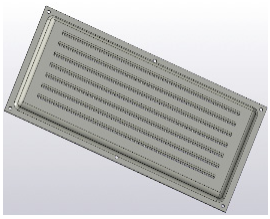

Рис. 1.54
8. Нажмите кнопку Открытая штамповка на панели Элементы листового тела**.** В параметрах выберите подраздел Жалюзи. В параметрах укажите: Задание высоты: Полная; Высота **5** мм; Ширина: **4** мм; Скругление основания: **Есть**; Радиус основания: **5** мм; Способ: **Подрезка**. Ввод параметров заканчивается нажатием кнопки Создать объект (рис. 1.54).